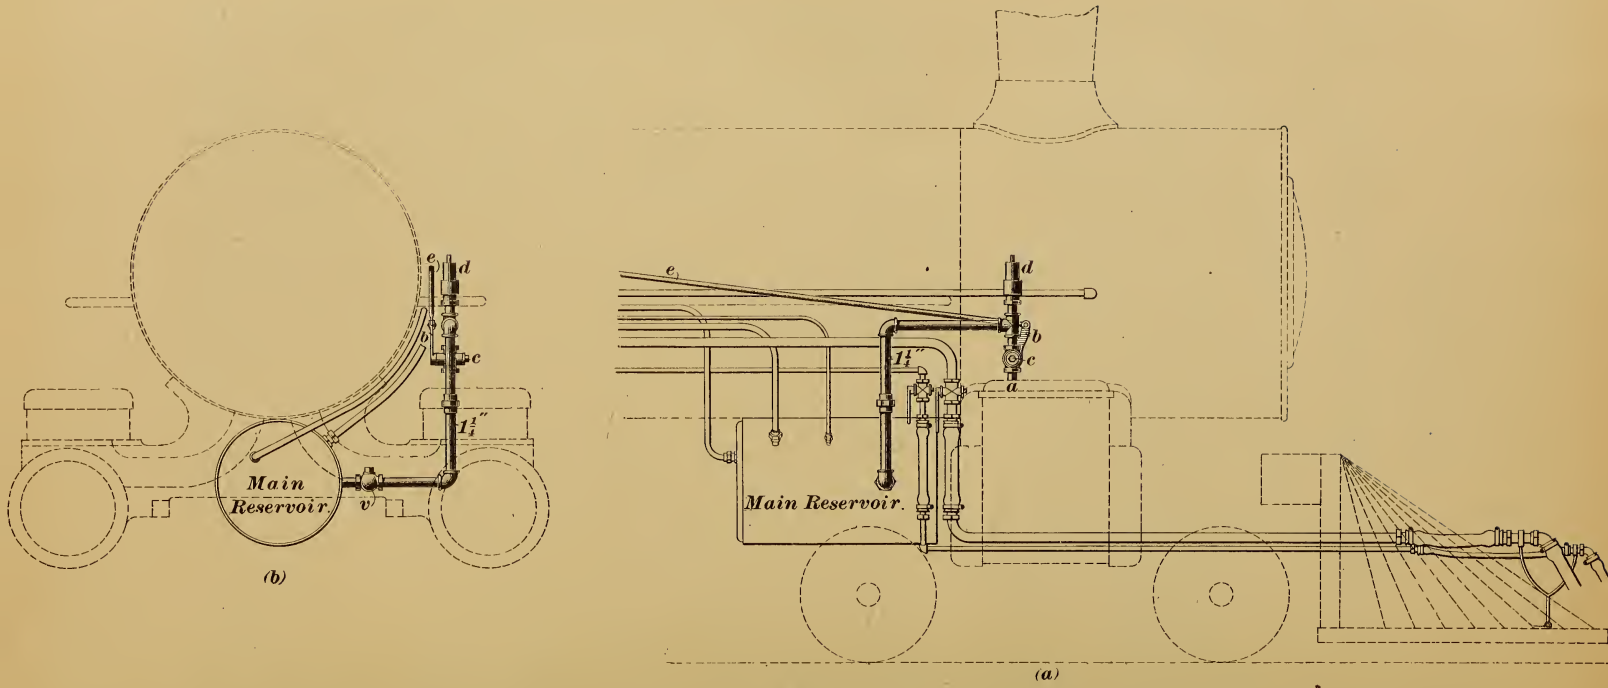

FIG. 20.
45. Two views of the **Sweeney**, applied to an engine, are given in Fig. 20 (*a*) and (*b*). It will be seen that a $1\frac{1}{4}$-inch pipe is tapped into the top of the steam chest at *a*, and thence leads to the main reservoir. A stop-cock *c* is placed in the pipe so as to control the passage through it. This stop-cock can be opened and closed from the engine cab by means of the rod *e*, which is connected to the lever *b* of the stop-cock. Pushing the handle forwards opens the cock, while pulling it backwards closes it. Also, a check-valve *v* is placed in the pipe, close to the main reservoir. The object of this valve is to prevent pressure from flowing from the main reservoir back through the pipe to the steam chest. A safety valve *d* is also provided, which prevents the main reservoir from being overcharged, since it will open and allow the air to discharge from the cylinders to the atmosphere when main-reservoir pressure is raised to the pressure for which the safety valve is adjusted.